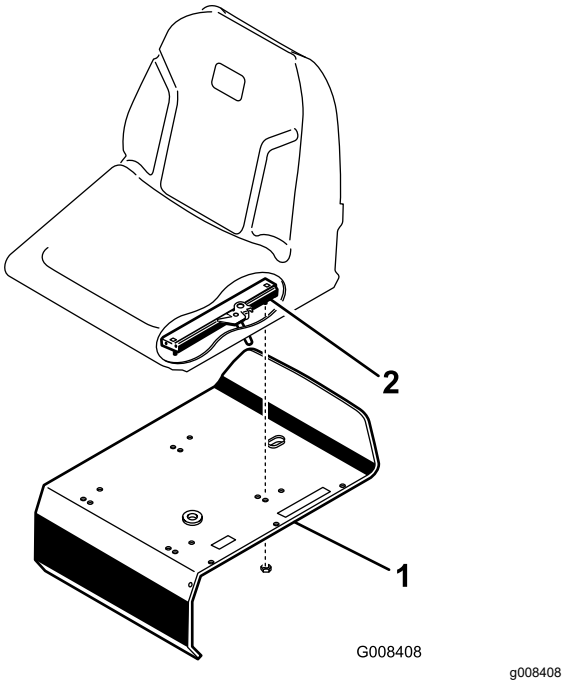

**Figuur 3**
3. Bevestig de stoelrails aan de steunplaat met behulp van de borgmoeren (5/16") die meegeleverd zijn als losse onderdelen (Figuur 3).